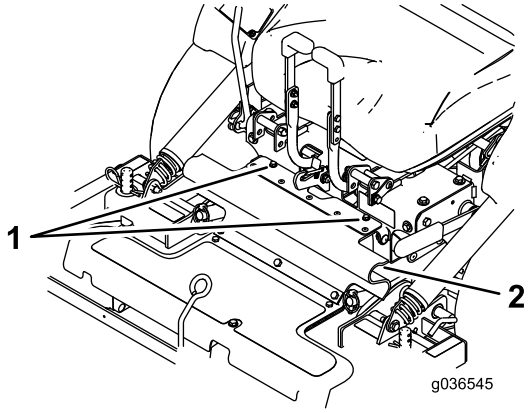

Figur 77
7. Løsne boltene som er festet til gummivernet (Figur 77).
7. Innrett den øvre delen av gummivernet, og fest det med de vedlagte boltene (Figur 77).